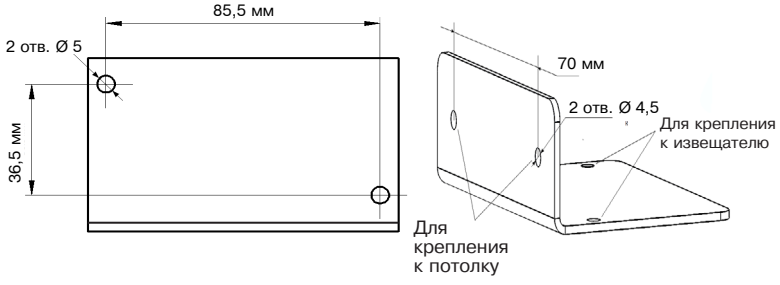

Рисунок 56
2.5.17.3 Для крепления ИПП-3ИК-Ех к потолку воспользуйтесь угольником (рисунок 56), соединив его с электромонтажной коробкой с помощью крепежа.
2.5.18.3 Для крепления ИПП-ИК-УФ-Ex к потолку воспользуйтесь угольником (рисунок 56), соединив его с электромонтажной коробкой с помощью крепежа.